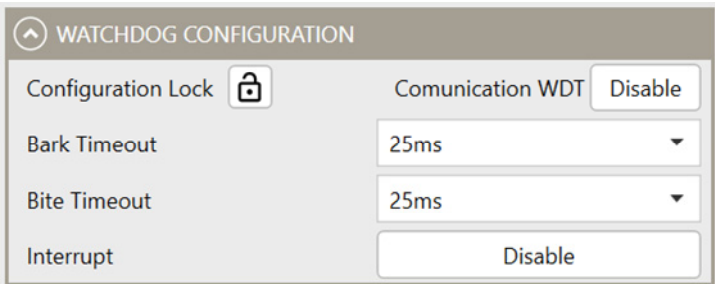

Figure 16: Watchdog Configurations
11. Configure the watchdog (see Figure 16).